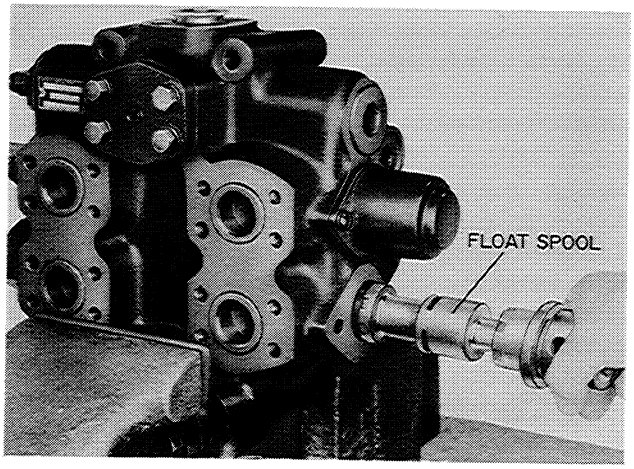

Figure D-58
2. To remove the float spool, pull outward as shown in Figure D-58.